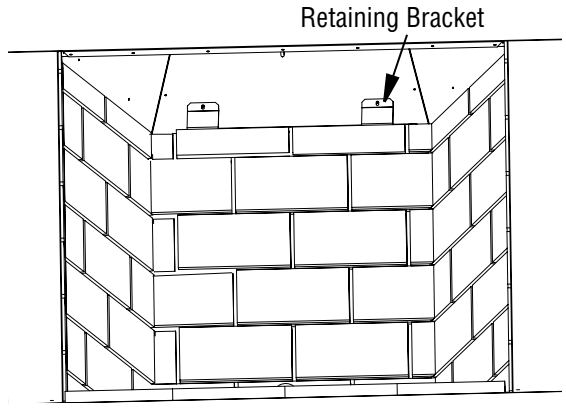

Figure 34 - Installing Rear Wall
5. Install the rear firebrick wall last. Place the wall face side down on the hearth with the bottom of the wall toward the rear of the firebox and the top toward the front of the fireplace. Tilt the wall up toward the back of the firebox. Secure with 2 rear retaining brackets provided *(**Figure 34, Page 17**)*.